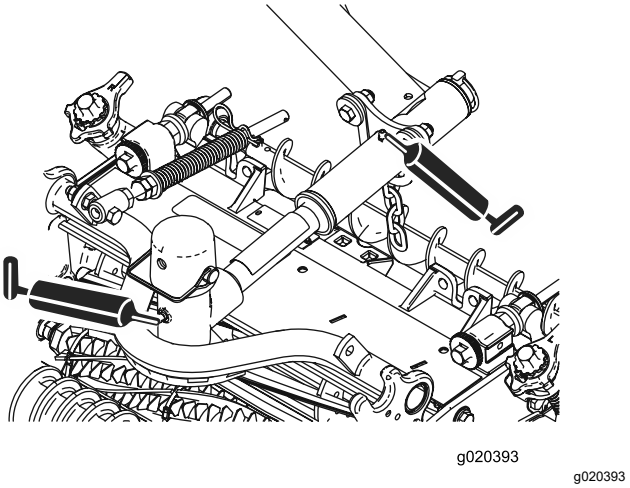

Figuur 44
- Draaipunten van maai-eenheden (2 elk); zie Figuur 44.